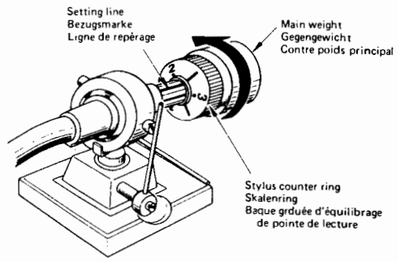

Fig. 19
1. Tonarm-Auflagekraft (siehe Abb. 19)
1. Force d'appui verticale (Voir Fig. 19)